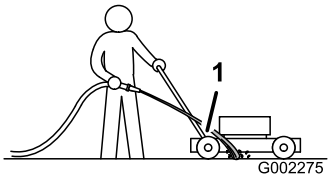

Figur 29
3. Håll vattenslangen i nivå med handtaget och rikta vattenstrålen mot marken precis framför det högra bakhjulet (Figur 29).